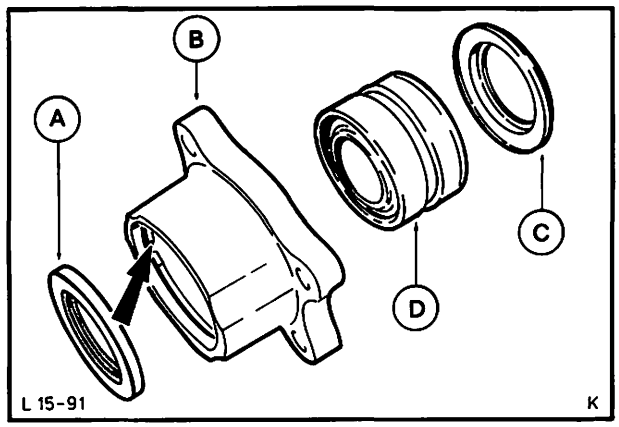

Abb. 141 Radnabe zerlegt
2. Kugellager und inneren Dichtring an den 3 Aussparungen der Kugellager – Anlageschulter aus dem Radnabengehäuse pressen, Abb. 141.